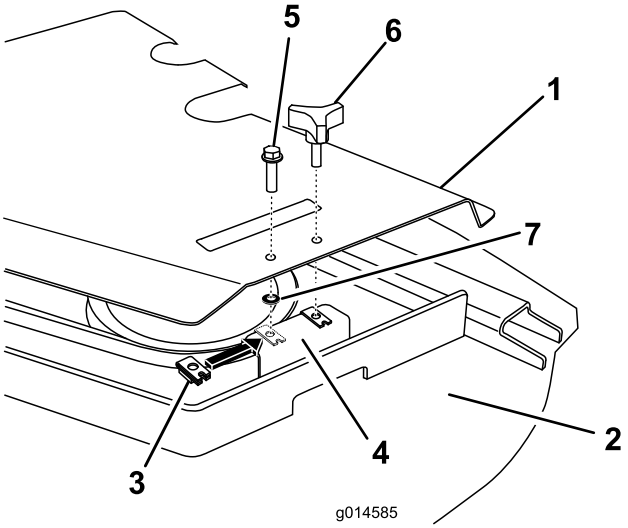

Figur 6
1. Ta bort handrattarna som fäster remkåporna på gräsklippardäcket (Figur 6). Ta bort remkåporna.